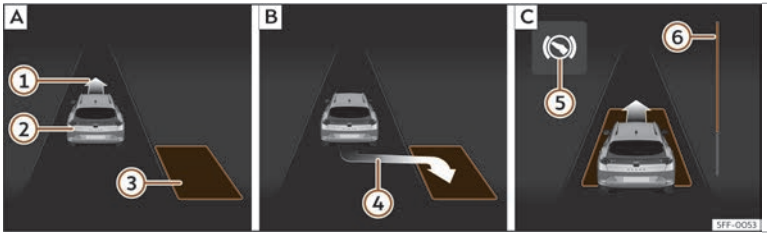
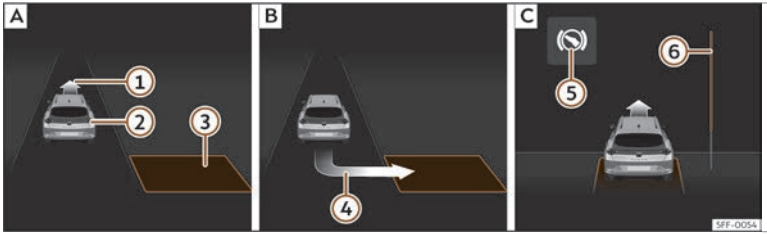

Fig. 180 Na pantalla do cadro de instrumentos:aparcar en liña. A Atopar un espazo de aparcamento. B Posición para aparcar. C Manobrar.
Fig. 181 Na pantalla do cadro de instrumentos:aparcar en batería. A Atopar un espazo de aparcamento. B Posición para aparcar. C Manobrar.
- Mire na visualización da pantalla do cadro de instrumentos se detecta o espazo como "axeitado" e se alcanzou a posición correcta para aparcar››› **fig. 180** B ou››› **fig. 181** B. O espazo considerarase "axeitado" se na pantalla do cadro de instrumentos aparece a indicación de aparcar ④.
- Retroceda ata que soe o sinal continuo do ParkPilot; **OU BEN:** retroceda ata que na pantalla do cadro de instrumentos apareza a indicación de dar marcha adiante››› **fig. 180** C ou››› **fig. 181** C; **OU BEN:** retroceda ata que na pantalla do cadro de instrumentos apareza a mensaxe **Park Assist finalizado**. A barra de progreso ⑥ indica a distancia a percorrer››› **páx. 294**.
- Vaia marcha adiante ata que soe o sinal continuo do ParkPilot; **OU BEN:** vaia marcha adiante ata que na pantalla do cadro de instrumentos apareza a indicación de dar marcha atrás. O sistema de aparcamento asistido dirixe o vehículo marcha adiante e marcha atrás ata centralo no espazo››› **fig. 180** C ou››› **fig. 181** C.
A barra de progreso ››› **fig. 180** ⑥ e››› **fig. 181** ⑥ amosa simbolicamente na pantalla do cadro de instrumentos a distancia relativa que aínda se vai percorrer. Canto maior sexa a distancia, máis chea está a barra de progreso. Ao circular marcha adiante, o contido da barra de progreso diminúe cara arriba e, ao circular marcha atrás, diminúe cara abaixo.